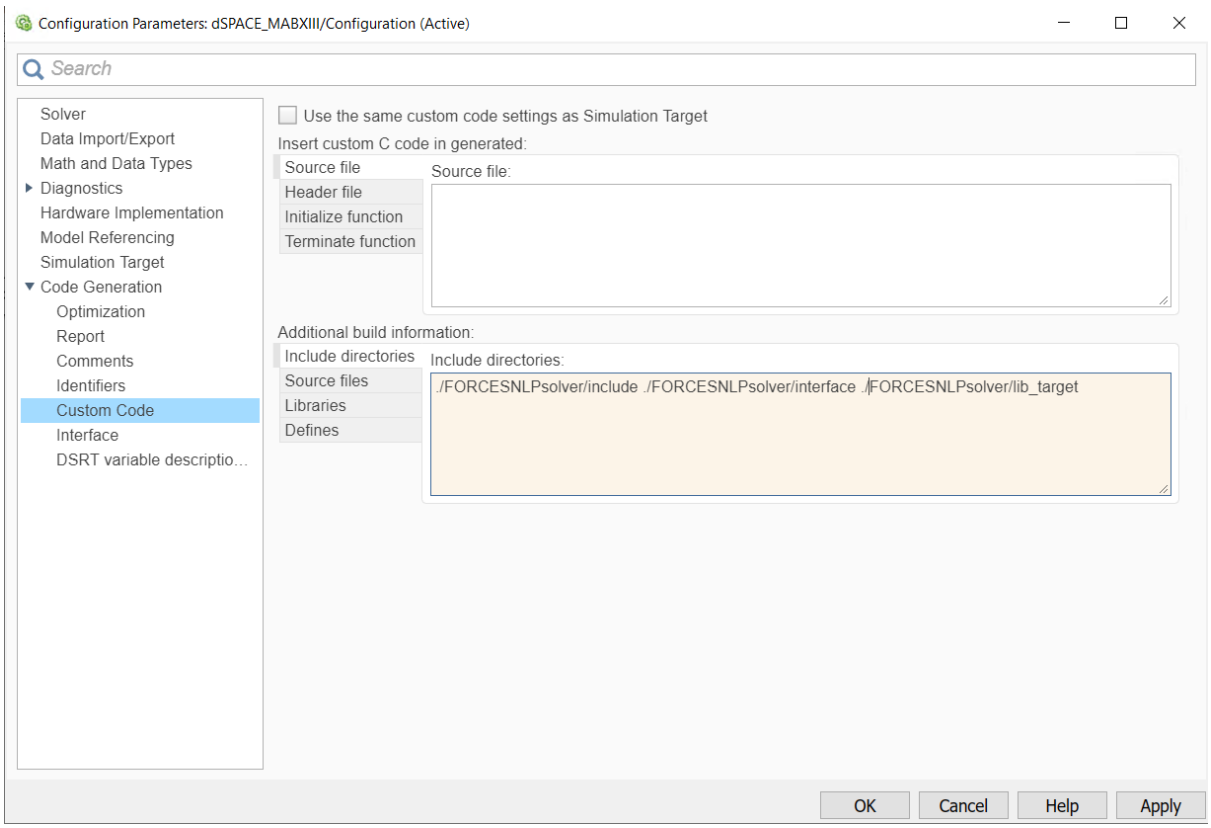

Figure 10.39: Add the directories included for the code generation.
10) In the "Code Generation/Custom Code" tab, include the directories (see Figure 10.39):